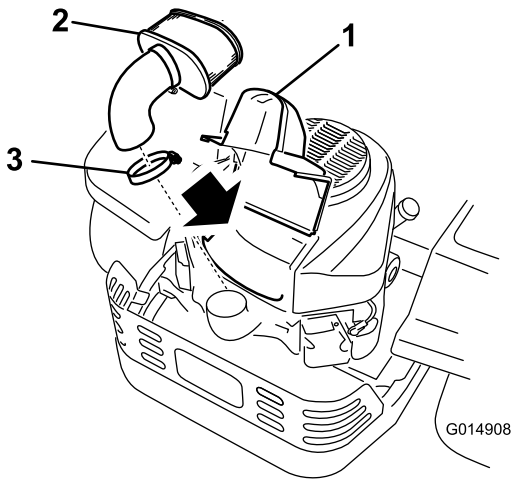

**Figur 34**
3. Rengjør rundt luftrenserdekselet for å unngå at det kommer smuss i motoren som kan forårsake skade. Løft opp dekselet og fjern slangeklemmen som fester luftrenseren til motoren (Figur 34).
4. Løsne slangeklemmen og fjern papirelementet (Figur 34).